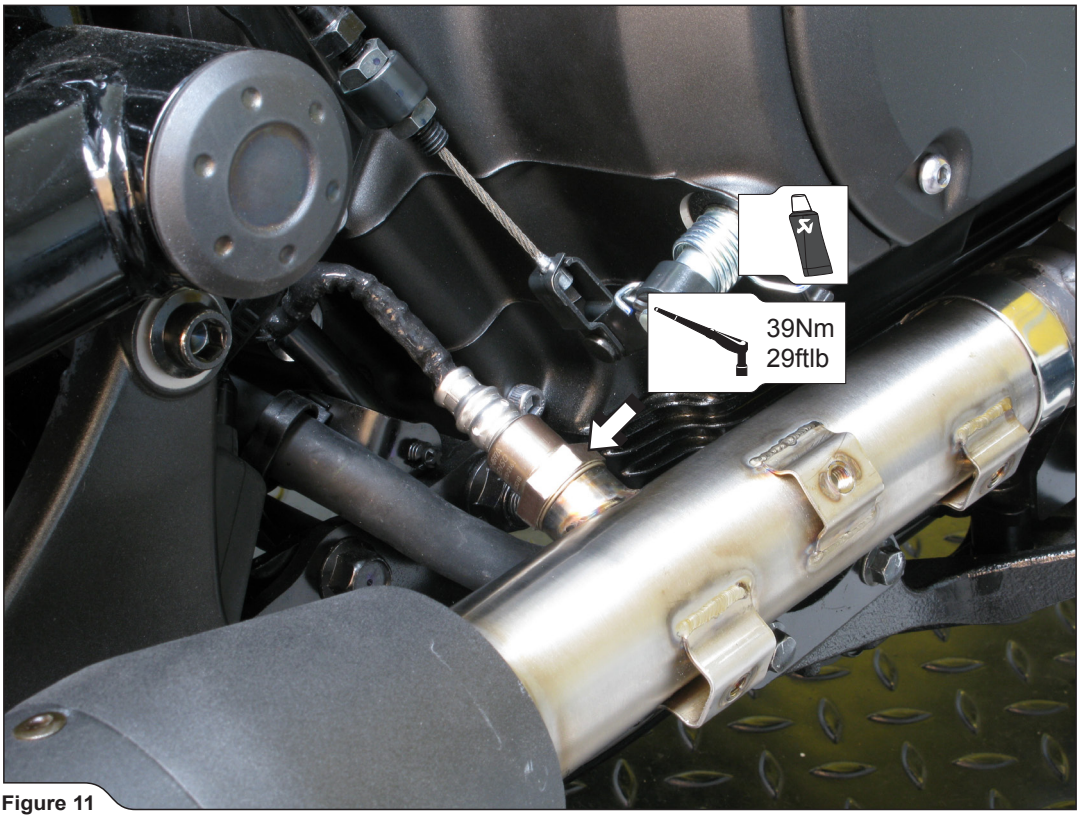

Figure 11
4. Install the lambda sensor into the link pipe **(Figure 11).**